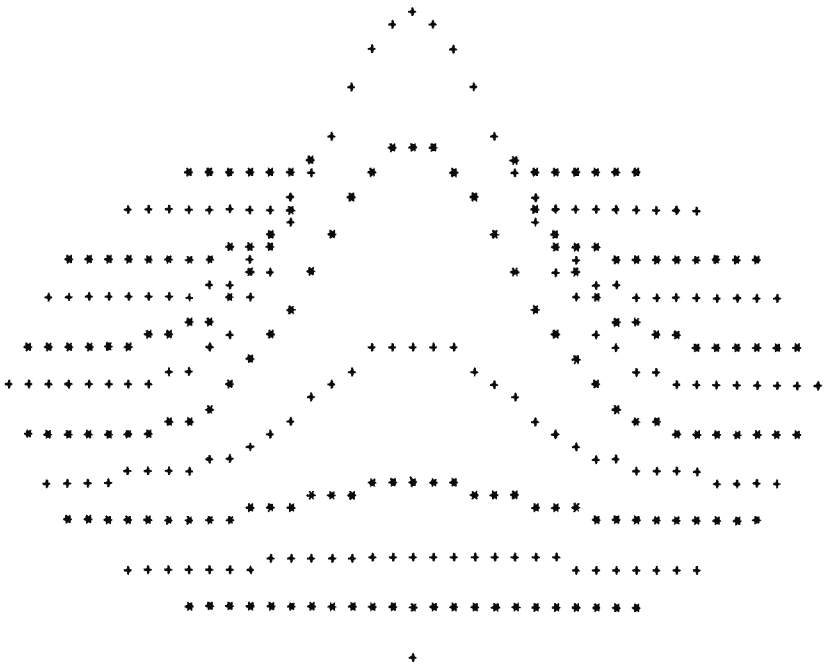
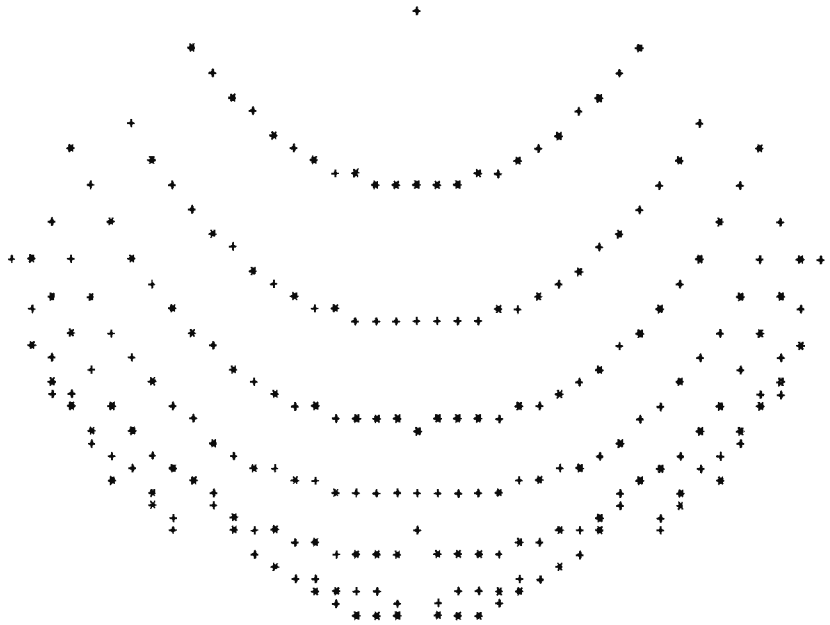

*Figure 1: Plot of Z = -30 * EXP(-f(x,y)^2 / 100) (DEF FNA (Z) = -30*EXP(-Z*Z/100))*
*Figure 2: Plot of Z = .001 * (f(x,y)^3 + f(x,y) - 25) (DEF FNA (Z) = .001*(Z*Z*Z+Z-25))*
To change the plotted equation, redefine function A (called FNA in the program) in line 60. Figure 1 shows the plot of the equation given in the program. Figures 2, 3, and 4 show different functions and their corresponding plots. Note that all figures have been rotated left by 90 degrees from the way they are actually printed.■
Figure 1: Interface circuitry for GRAPH. An astable multivibrator (IC2) provides the pulse train for a hardware repeat function. The authors' keyboard produces a low to high transition strobe (STB) pulse when a key is pressed. This is used to trigger a monostable multivibrator to provide a single pulse keypressed (KP) signal to interface with the IO board used.
The circuit in figure 1 uses a 555 timer (IC2) to generate the repeat pulse train and apply it to the keypressed line. Notice that it is important to gate the pulse train with the original keypressed STROBE DC level from the character generator line so that the oscillator will operate only when a character key is pressed. Otherwise, invalid data will be input if the repeat key is pressed before a character key.
Another handy circuit is contained in figure 1 (lower lefthand corner). Most keyboards presently available provide a low to high strobe transition to indicate a key is pressed. Many IO boards, however, require a single pulse to latch the valid data. This portion of the circuit in figure 1 converts a DC strobe level to a single pulse output.
Figure 2: Visualization of line starting and ending addresses in GRAPH. This type of information is helpful in understanding the subroutines that check for valid screen addresses. The Processor Technology VDM-1 displays 16 lines of 64 characters per line which reside in 1 K bytes of programmable memory.
Data from any register can be moved to the screen with a MOV M, X (whose X is any register) instruction. The position on the screen is determined by the 16 digit number in the H, L register pair, which in this case would be between hexadecimal CC00 (first screen position) and CFFF (last screen position). Allocations of the starting and ending line addresses, as well as the first invalid address on either side of the screen, are shown in figure 2.